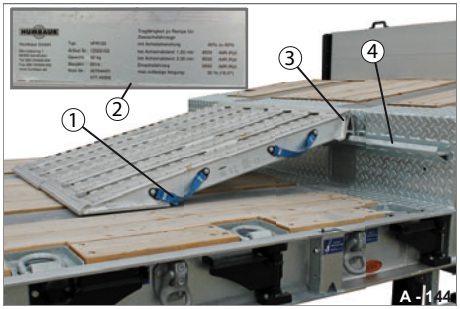

Abb. 153 Auffahrbohlen platziert
▶ Nehmen Sie einzelne Auffahrbohle an den Haltegriffen (Abb. 153/1). Beachten Sie das Gewicht ca. 43 kg.
▶ Hängen Sie die Auffahrbohle mit der Einhänge-Nase (Abb. 153/3) auf die Einhänge-Leiste (Abb. 153/4) am Hochplateau.
▶ Prüfen Sie ggf. vor dem Befahren der Auffahrbohlen, dass die max. zulässige Last nicht überschritten wird - siehe Typenschild (Abb. 153/2).
▶ Prüfen Sie vor dem Befahren, dass die Auffahrbohlen vollständig auf der Einhänge-Leiste (Abb. 153/4) aufliegen - diese dürfen nicht über die Einhänge-Leiste hinausragen.